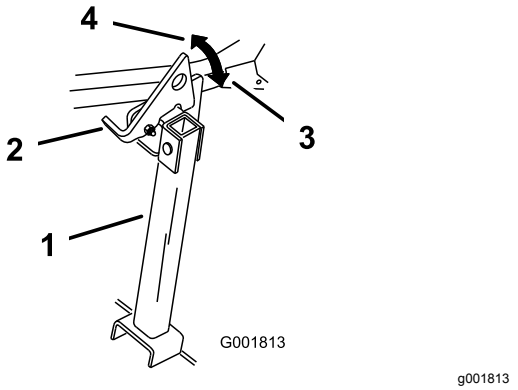

Figur 44
2. Hev spaken til ulåst stilling (Figur 44).